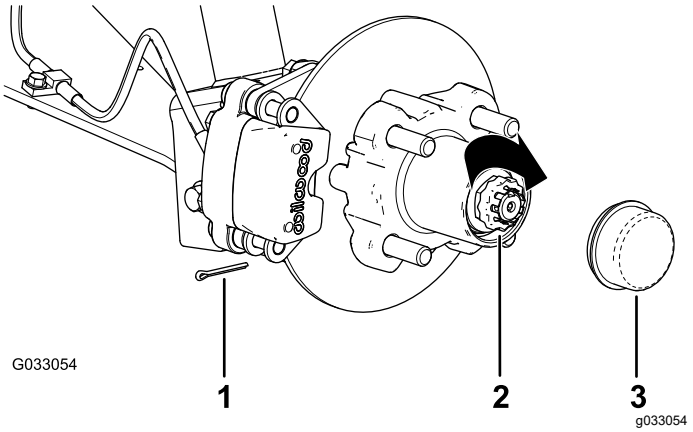

Figur 35
8. Montera hållaren över muttern och kontrollera inriktningen mellan skåran i hållaren och hålet i spindeln för saxpinnen (Figur 35).
9. Montera saxpinnen och böj benen runt hållaren (Figur 35).
10. Montera dammkåpan på navet (Figur 35).